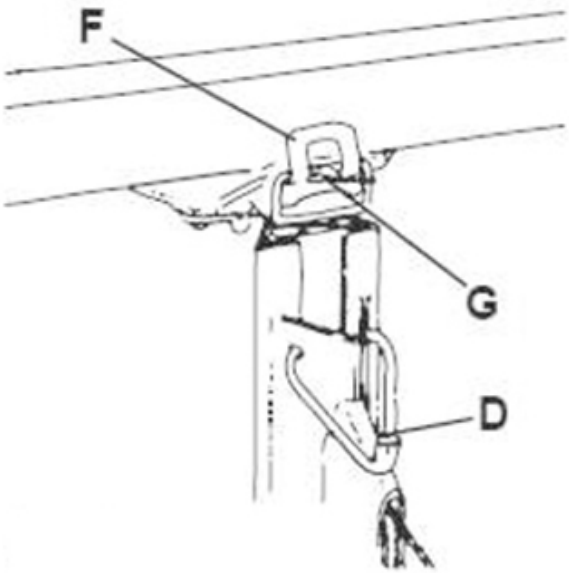

FIG. 5
- Secure well the support to the frame to prevent the tilt hook from breaking (fig.5), then hook it on the pin (fig.5).